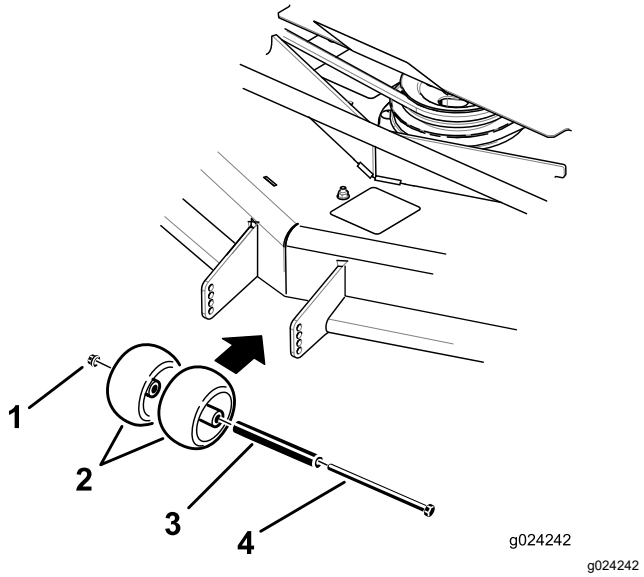
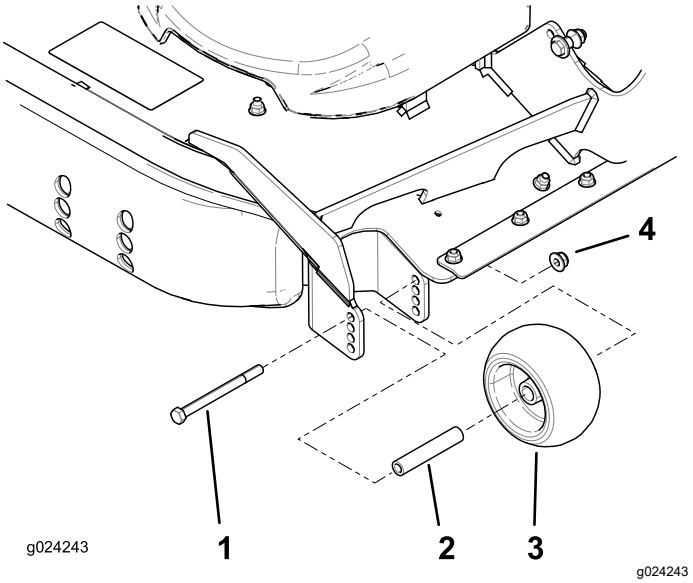

Figur 34
Figur 35
3. Justera antiskalpvalsarna på det sätt som visas i Figur 34 och Figur 35.